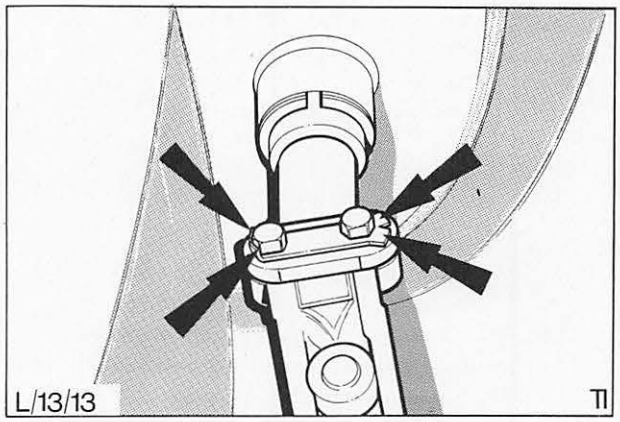

Abb. 36 Oberes Gelenk der Verbindungswelle – Lenkspindel
25. Verbindungsschrauben – Lenkspindelgelenk, Abb. 36, mit neuem Sicherungsblech montieren und auf 17 bis 21 Nm (1,7 bis 2,1 kpm) festziehen. Sicherungsbleche umbiegen.